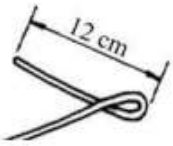

Figura 29
c.1) Dobrar o fio de modo a formar um elo, com um prolongamento de 12 cm (Figura 29).
Figura 29ª